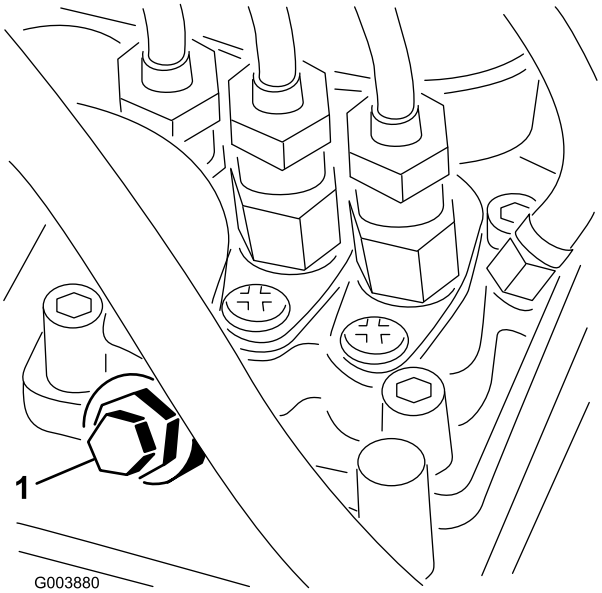

Rysunek 22
3. Odkręć śrubę odpowietrzania na pompie wtryskowej (Rysunek 22).